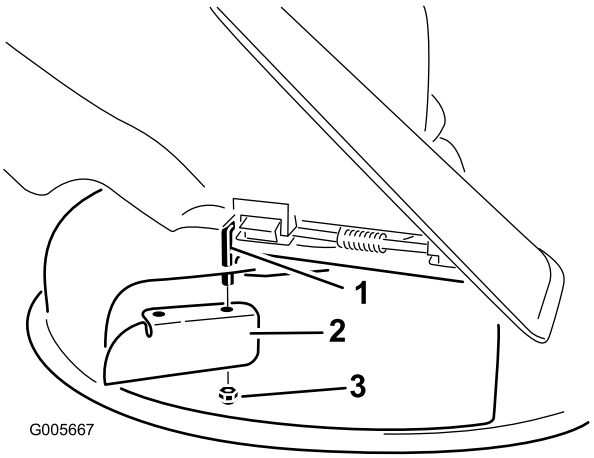

Figuur 29
6. Monteer de keerplaat op de draaistang (Figuur 29). Gebruik de aanwezige dunne moer (3/8 inch) om de plaat aan de maaier te bevestigen.